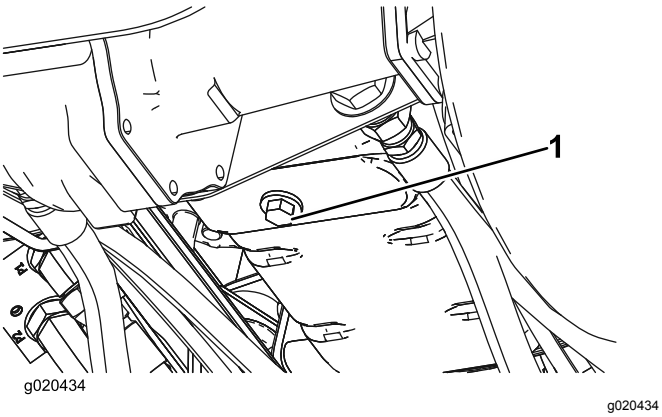

Figur 74
1. Ta bort avtappningspluggen (Figur 74) och låt oljan rinna ned i ett avtappningskärl. Sätt tillbaka avtappningspluggen när oljan har tappats ur.